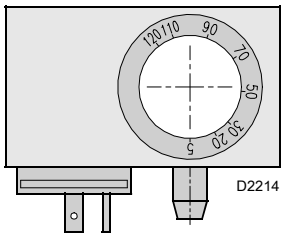

图 20
- 调节燃气阀组上的最小燃气压力开关 (图 20) 至量程的起始位置；